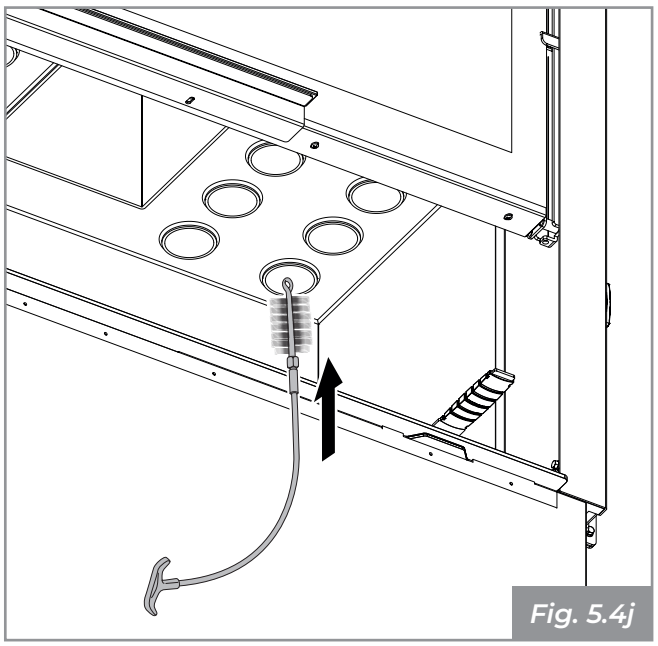

Fig. 5.4j
- Pour extraire les turbulateurs par le bas, insérer l'écouvillon fourni par la chambre de combustion dans les tubes d'échange **(Fig. 5.4j)**, en soulevant légèrement le turbulateur et retirer la goupille **(Fig. 5.4h)** ;
- Nettoyer les tuyaux d'échange avec l'écouvillon fourni **(Fig. 5.4j)** ;